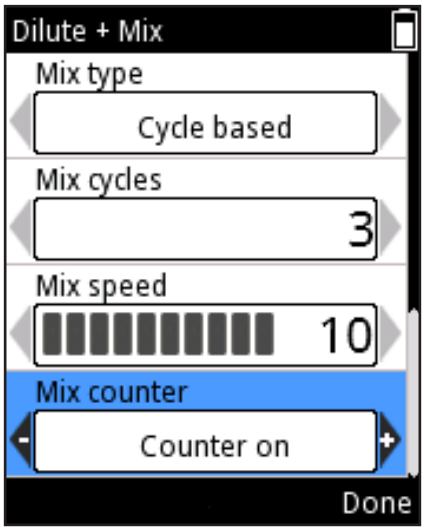

図 D33
9. スクロールして **Counter（カウンター）** を選択し、**Counter off / on（カウンターオフ/オン）** を ▶、◀ を使って選択します(図 D33)。